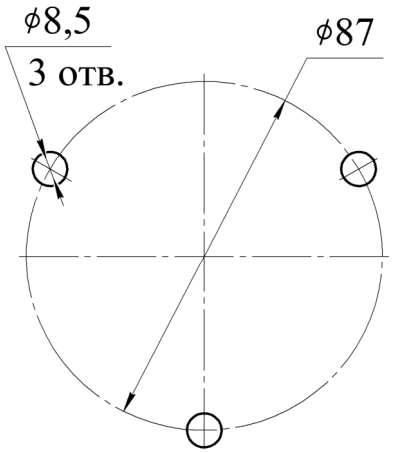

Рисунок 3
6.7 При монтаже насадка-распылителя через удлинитель (см. рисунок 3) провести следующие работы. Собрать удлинитель согласно рисунку 3. Перед сборкой на наружные резьбы трубы **5** нанести герметик, например, TEKASIL NEUTRAL PROFI, после чего накрутить до упора переходники **3**, **4**. В зарезьбовые участки отверстий насадка-распылителя **2** и переходника **4** установить резиновые кольца **6**, **7**. На наружную резьбу переходника **3** накрутить до упора насадок-распылитель **2**. Соединить удлинитель через резьбовое соединение с выпускной горловиной МУПТВ **1**. При монтаже необходимо обеспечить перпендикулярное направление оси удлинителя относительно горизонтальной плоскости.